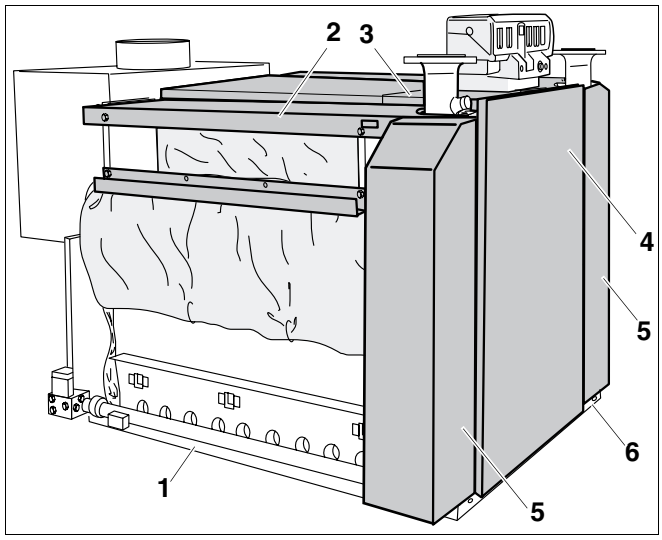

Рис. 71 Установка деталей облицовки
- Обе узких боковых передних стенки (рис. 71, **поз. 5**) вставляются внизу между продольной (рис. 71, **поз. 1**) и поперечной планками (рис. 71, **поз. 6**) и подвешиваются сверху на боковую крышку котла (рис. 71, **поз. 2**).
- Передняя стенка (рис. 71, **поз. 4**) вставляется внизу между узкими боковыми передними стенками (рис. 71, **поз. 5**) и поперечной планкой (рис. 71, **поз. 6**), а также сверху в переднюю крышку котла (рис. 71, **поз. 3**).
- Прочно закрепить переднюю стенку внизу винтами с плоской головкой 3,9 x 9,5 к поперечной планке (рис. 71, **поз. 6**).
- Прочно закрепить обе узких боковых передних стенки (рис. 71, **поз. 5**) к продольным планкам (рис. 71, **поз. 1**) винтами с плоскими головками 3,9 x 9,5.